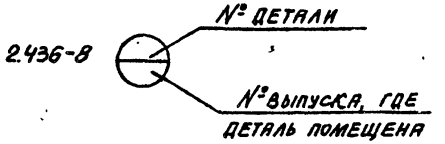

Рис. 1
10. В рабочих чертежах проекта ссылки на типовые детали данной серии производятся маркировочными кружками с обозначением слева номера серии (смотрите рисунок 1).